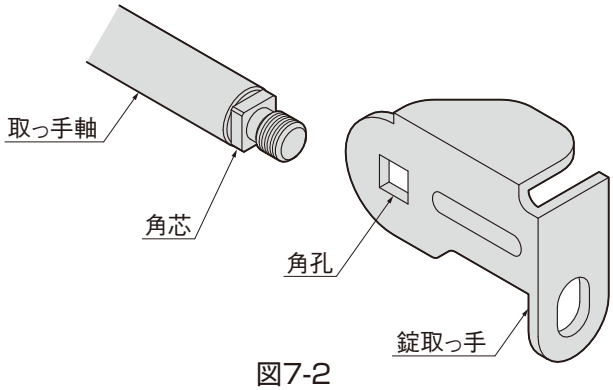

図7-2
- 取っ手の角孔と取っ手軸の角芯を合わせて組付けてください。（図7-2参照）
- 3-③のナットは回り止めがついているので途中できつくなりますがまわらなくなるまで締め込んでください。